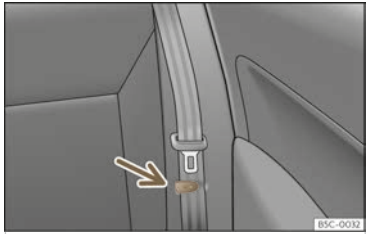

Fig. 98 Rear seat: clip to hold the seatbelt in place.
- Place the side seat belts in the trim clip >>> Fig. 98.